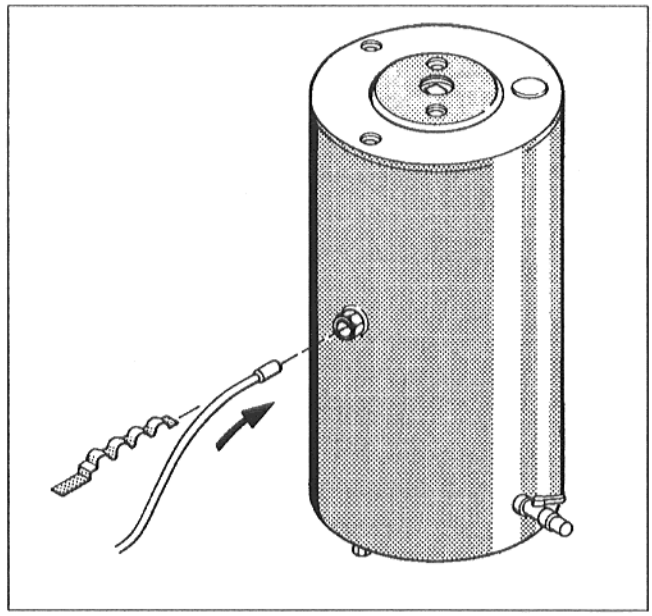

Afb. 5
- Voeler (MB) aan achterzijde van boiler monteren (Afb. 5).
- Voeler in dompelhuls inbrengen en met klemveer borgen (Afb. 5).